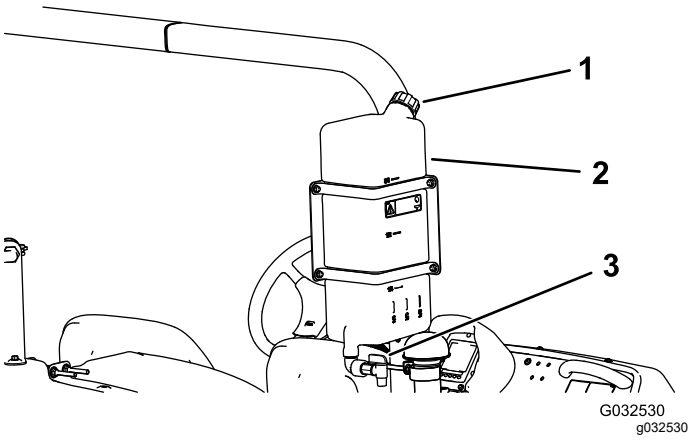

Figura 24
- Para llenar el depósito, desenrosque el tapón de la parte superior del depósito, llene el depósito con agua limpia y coloque el tapón (Figura 24).
- Para abrir la llave de paso del depósito de agua limpia, gire la palanca de la llave de paso (Figura 24).